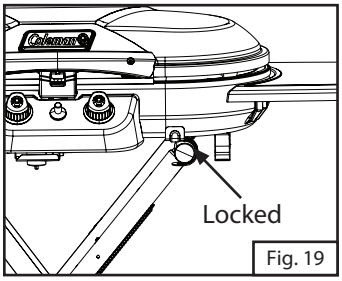

Fig. 19
3. Lock the grill top into the leg hooks as shown. (Fig. 19)